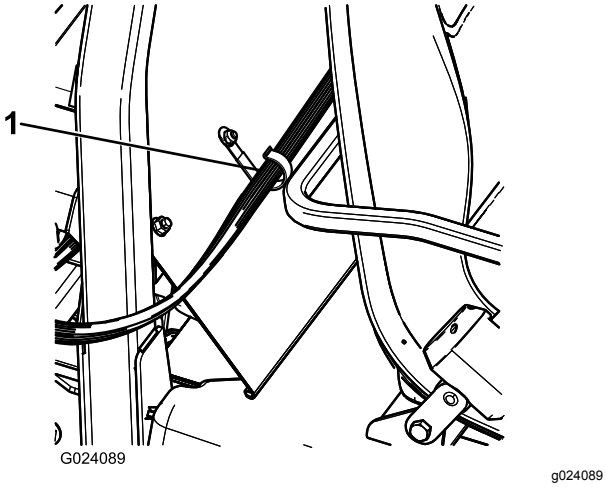

Figuur 17
5. Monteer een J-clip achter de bestuurdersstoel met behulp van een bout (¼" x ½") en een moer (¼") (Figuur 17).